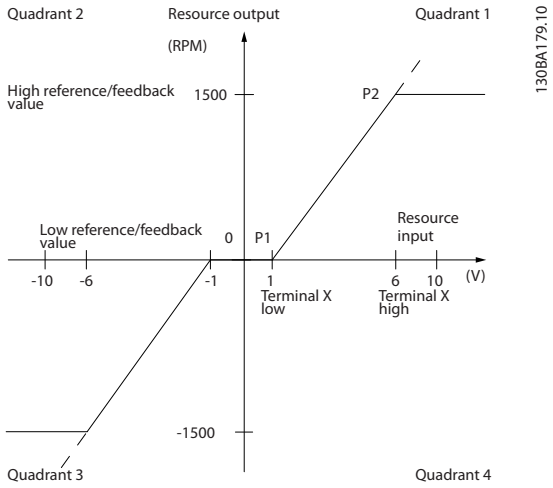

Рисунок 15.7 Зона нечувствительности
- Значение либо минимального (см. соответствующий параметр в *Таблица 15.1*), либо максимального задания должно быть равно нулю. Иными словами, P1 или P2 должны находиться на оси X на *Рисунок 15.7*.
Размер зоны нечувствительности определяется точкой P1 или точкой P2. См. *Рисунок 15.7*.